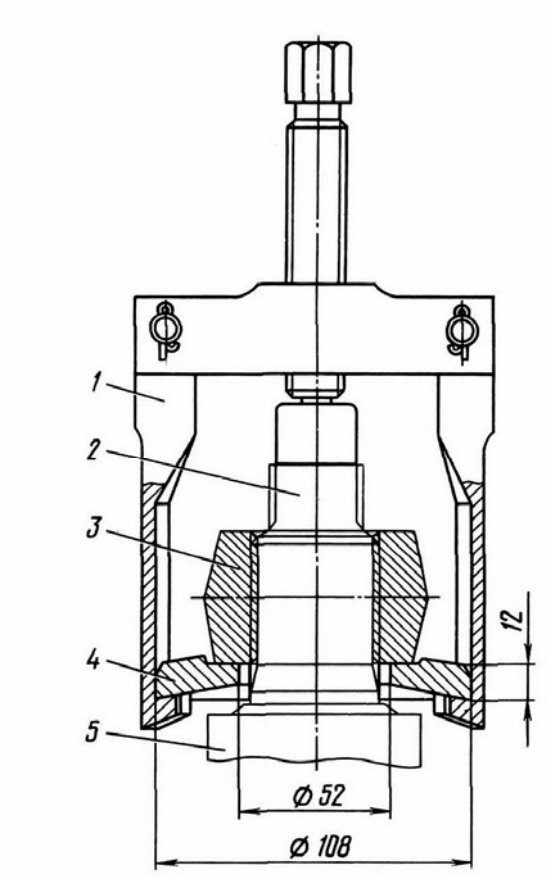

Рис. 54. Спрессовка сошки рулевого механизма:
4. Расшплинтовать и отвернуть гайку крепления сошки 3 (рис.54) на валу 2 и спрессовать сошку 3 с вала 2 с помощью съемника, не отсоединяя при этом от сошки продольную рулевую тягу 19 (см. рис.52).